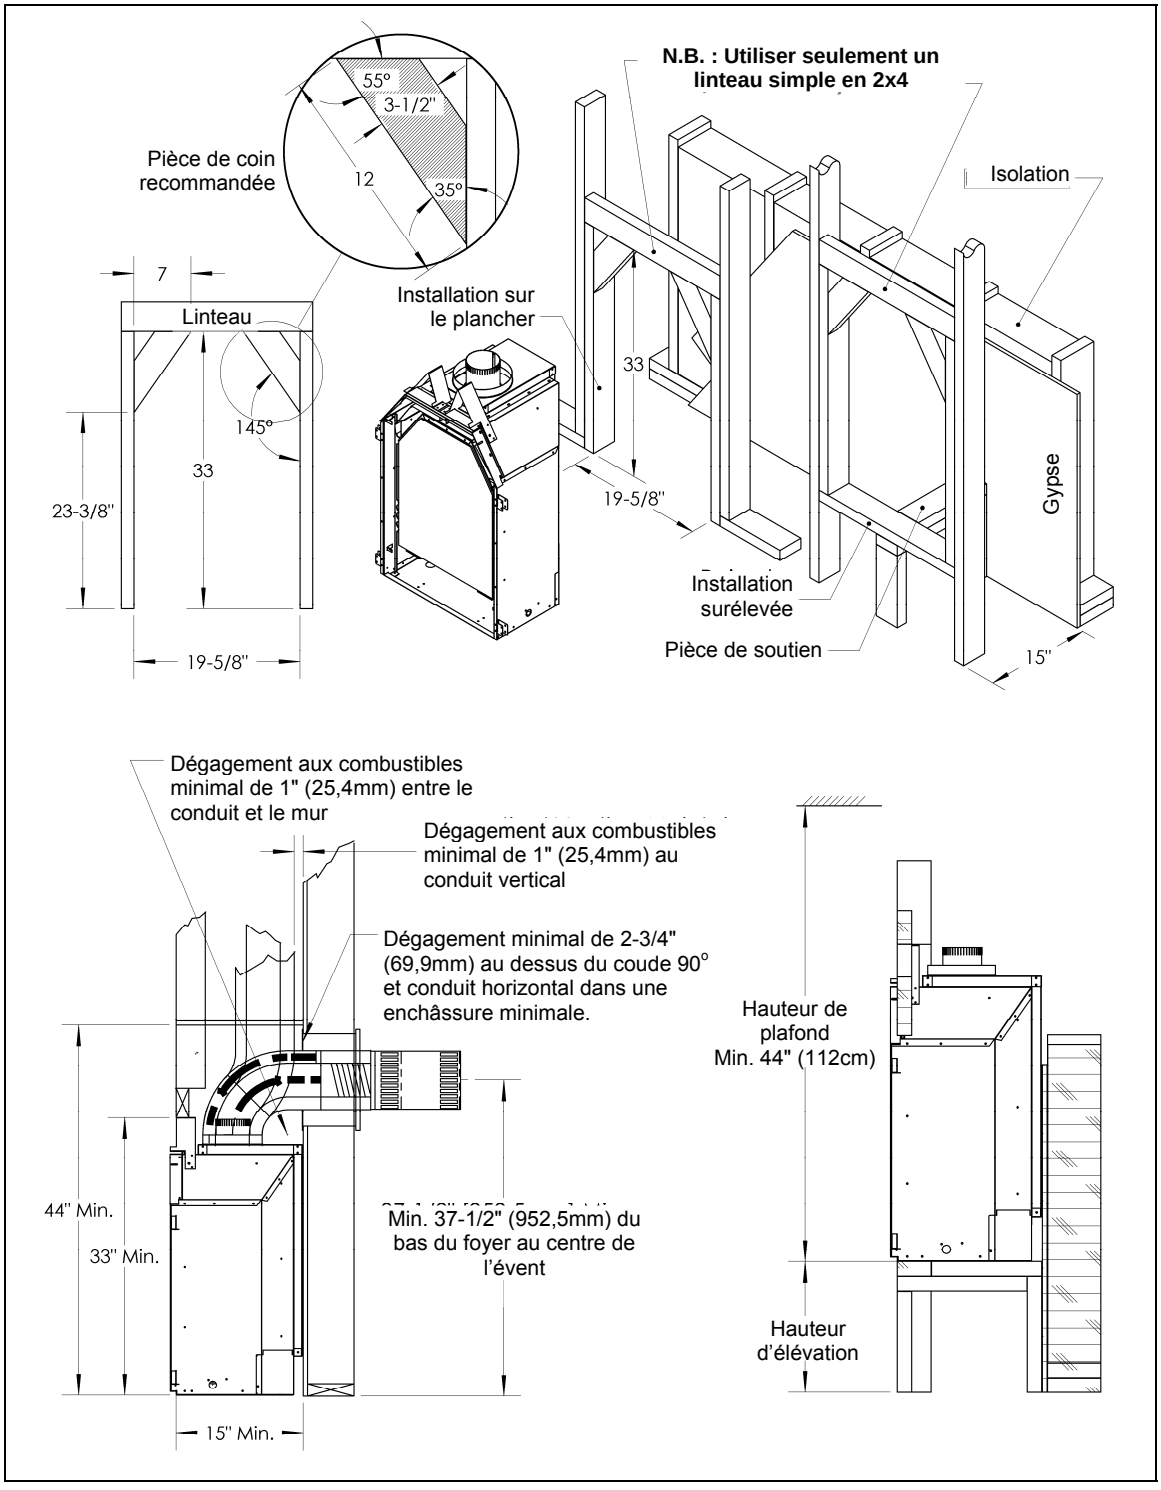
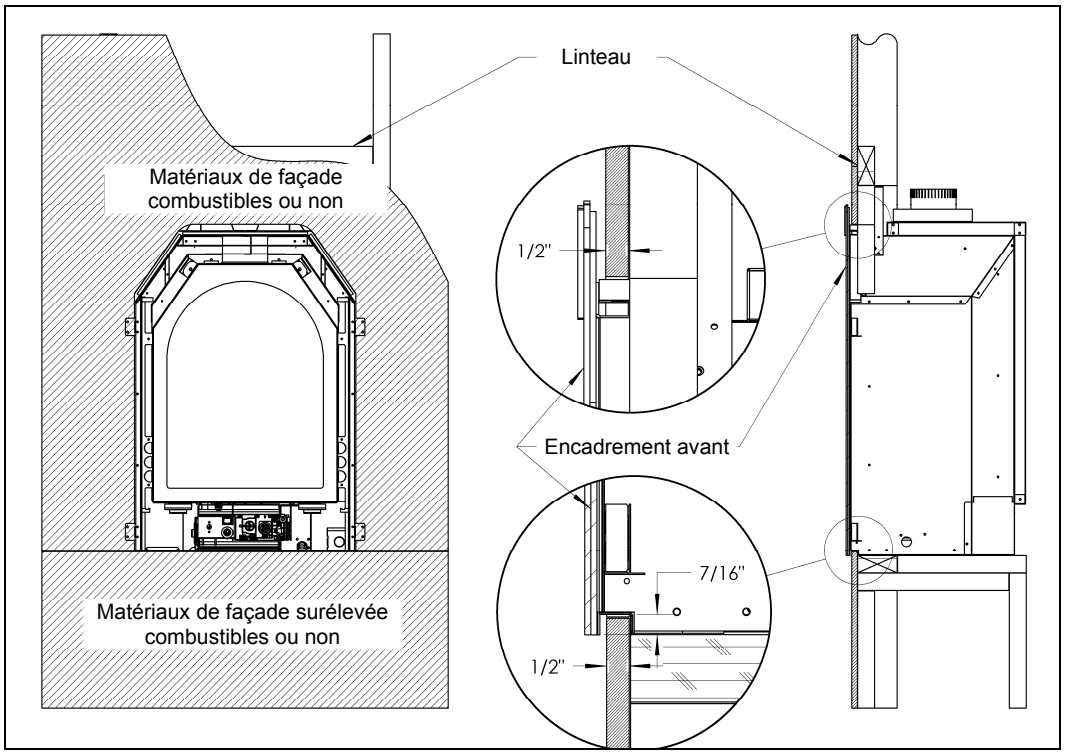

Figure 5 – Installation en charpente.
Figure 11 - Installation des matériaux de façade de 1/2" d'épaisseur.
Pour une installation en coin les dégagements aux combustibles de la Table 1 doivent être respectés. Voir la Figure 5 et la table de dégagements aux combustibles pour plus d'information.
Pour une installation surélevée, les dégagements aux combustibles de la Table 1 doivent être respectés. Voir la Figure 5 et la table de dégagements aux combustibles pour plus d'information.
La formule est illustrée à la Figure 5.
**N.B. : Seulement un 2x4 peut être utilisé pour faire le linteau de la charpente. Voir la Figure 5 à la page 10 ou la Figure 11 ci-dessous.**